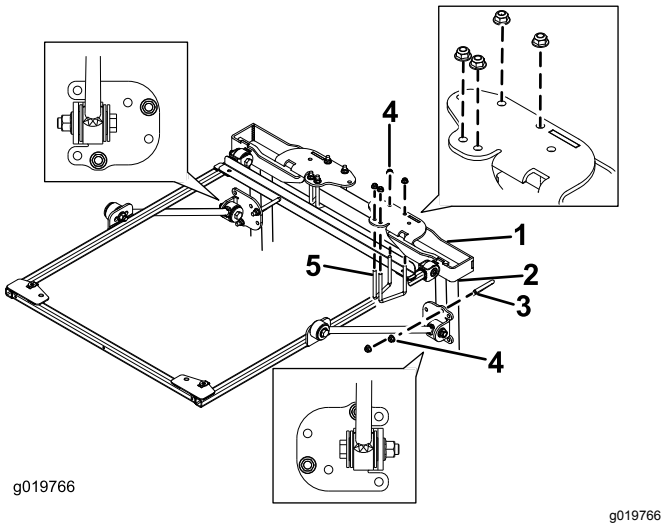

Figura 22
(Figura 22). Assicuratevi che il roll bar sia centrato sulle staffe di montaggio del ROPS.
10. Utilizzando i fori di montaggio illustrati nella Figura 22, montate le staffe di montaggio del ROPS sulla parte superiore del roll bar con 2 bulloni a U (2¾") e 4 dadi flangiati.
11. Utilizzando i fori di montaggio illustrati nella Figura 22, fissate, senza serrarle, ciascuna delle staffe di ancoraggio ai montanti del roll bar con un bullone a U (4") e 2 dadi flangiati.